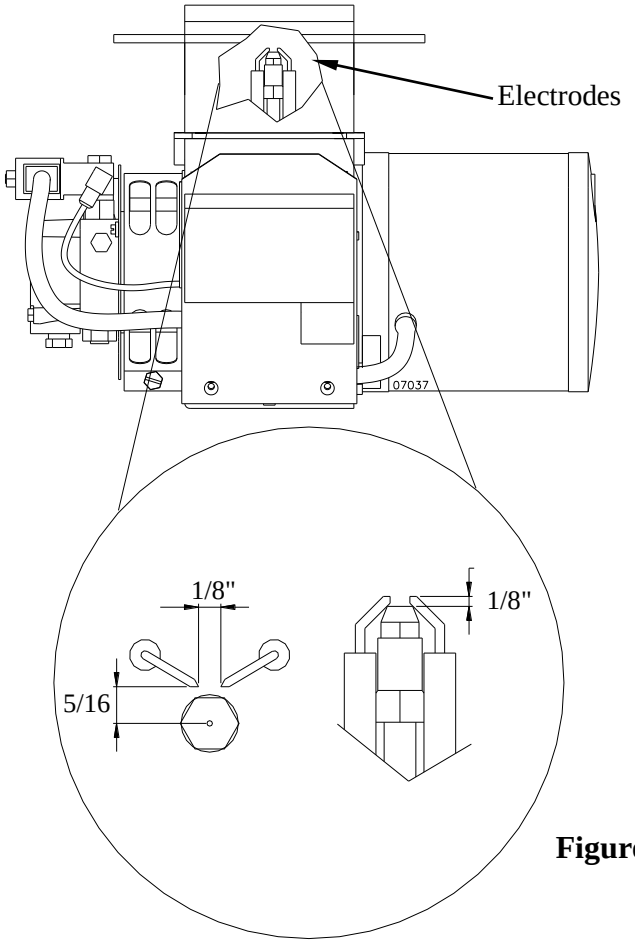

Figure 22
4) Reset the spacing as shown in Figure 22.